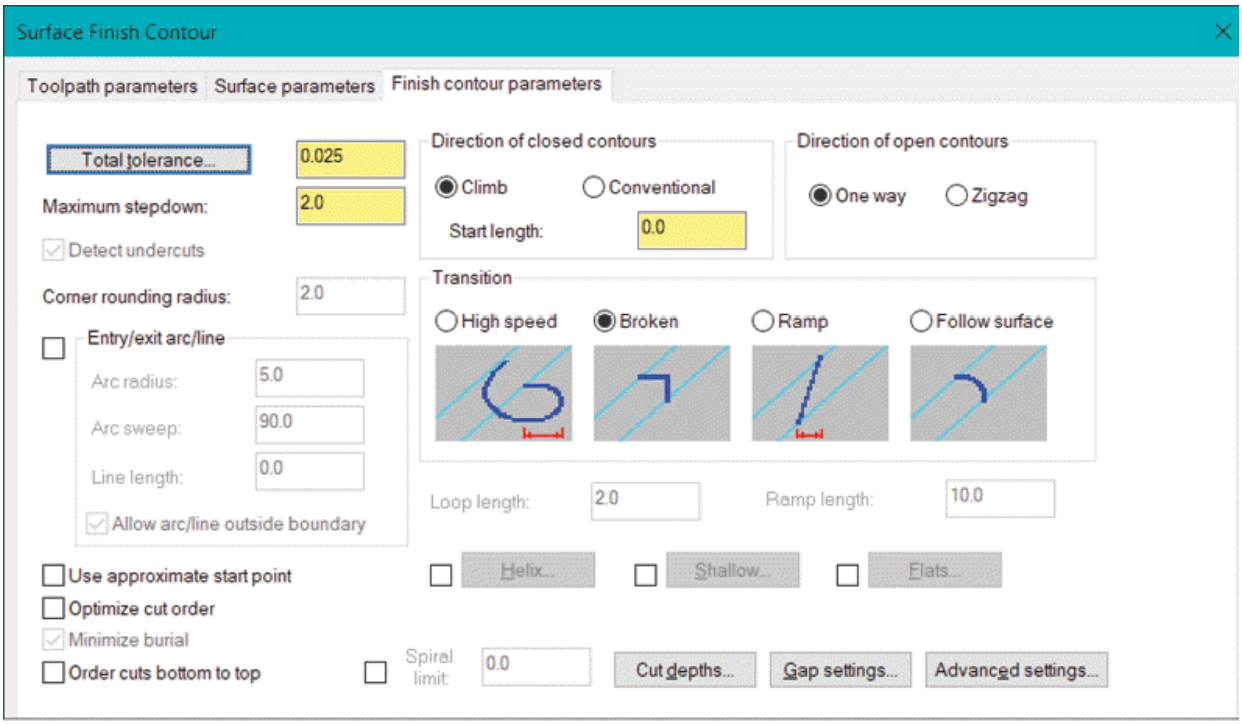

Figure-56. Finish contour parameters tab
- Click on the **Finish contour parameters** tab of the dialog box to set the direction and transition of toolpaths. The options will be displayed as shown in Figure-56.